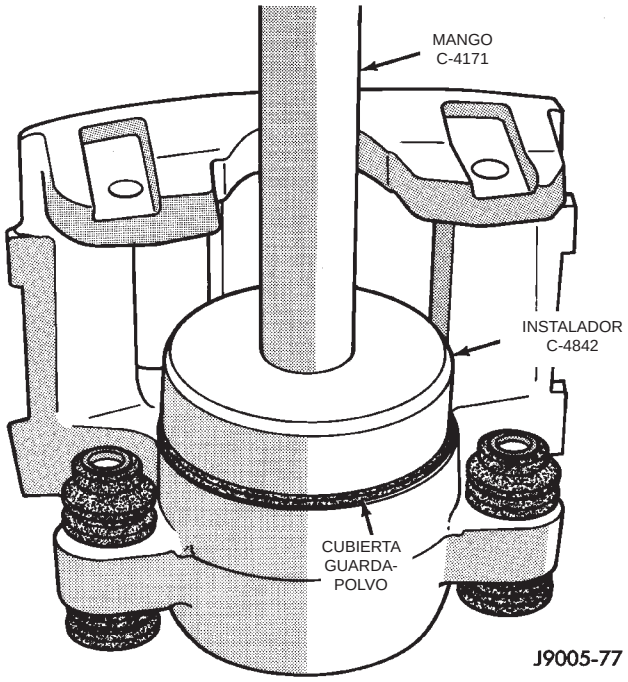

Fig. 54 Instalación de la cubierta guardapolvo del pistón
(7) Oprima el pistón del calibrador hasta el fondo del hueco.
(8) Asiente la cubierta guardapolvo en el calibrador con el instalador C-4842 y el mango C-4171 (Fig. 54).
(9) Reemplace el tornillo de purga del calibrador si se hubiera retirado.